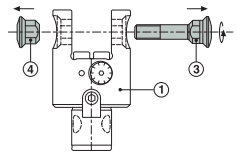

Рис.1
Снимите центральный винт (3) и гайку (4) (Рис. 1)